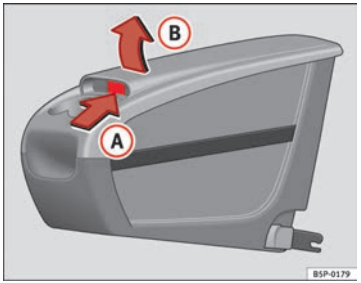

Fig. 114 Mobile storage compartment. Opening
– Lift the cover (B), in area (A) ⇒ Fig. 114.